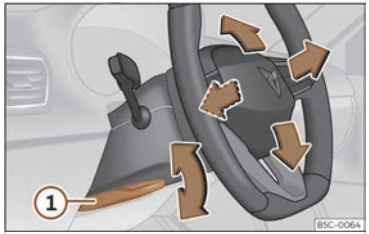

Fig. 94 Lever in the lower left side of the steering column.
- Pull lever ››› **Fig. 94** (1) down, move the steering wheel to the desired position and lift the lever back up until it locks.
- **After adjusting the steering column, push lever ››› Fig. 94 (1) firmly upwards so that the steering wheel does not accidentally change position while driving.**